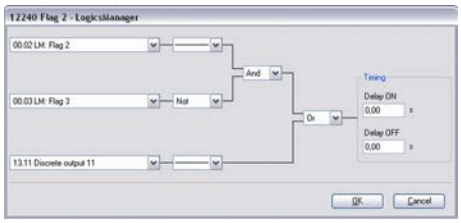

Fig. 171: LogicsManager function "Flag 2"
3. Configure the LogicsManager function "Flag 2" as shown in (Fig. 171).